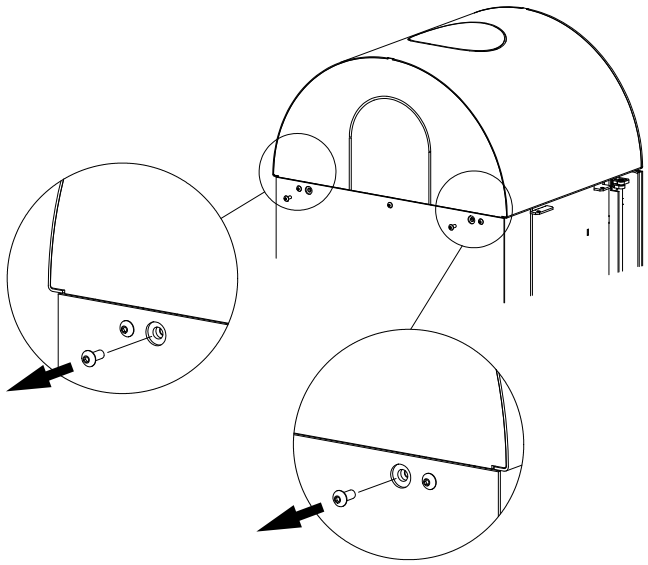

Fig. 2
- Unscrew cover hood front and rear and take it off (see Fig. 2 – 4).